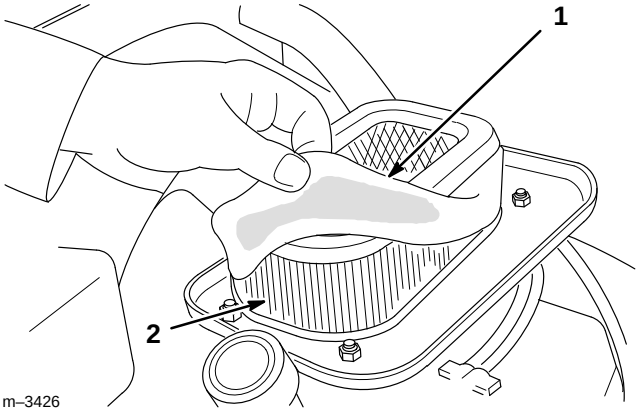

Figure 27
5. Déposer les éléments, et retirer l'élément en mousse de l'élément en papier (Fig. 27).
1. Glisser délicatement l'élément de filtre en mousse sur l'élément en papier (Fig. 27).